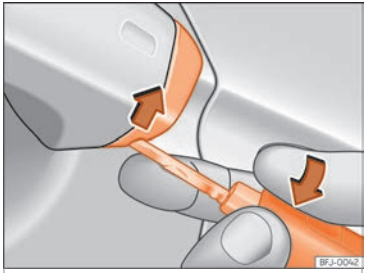

Abb. 97 Fahrertürgriff: Abdeckkappe abhebeln.
- Den Schlüsselbart am Fahrertürgriff in die untere Öffnung der Abdeckkappe stecken ››› **Abb. 97** und die Abdeckkappe von unten nach oben anheben.